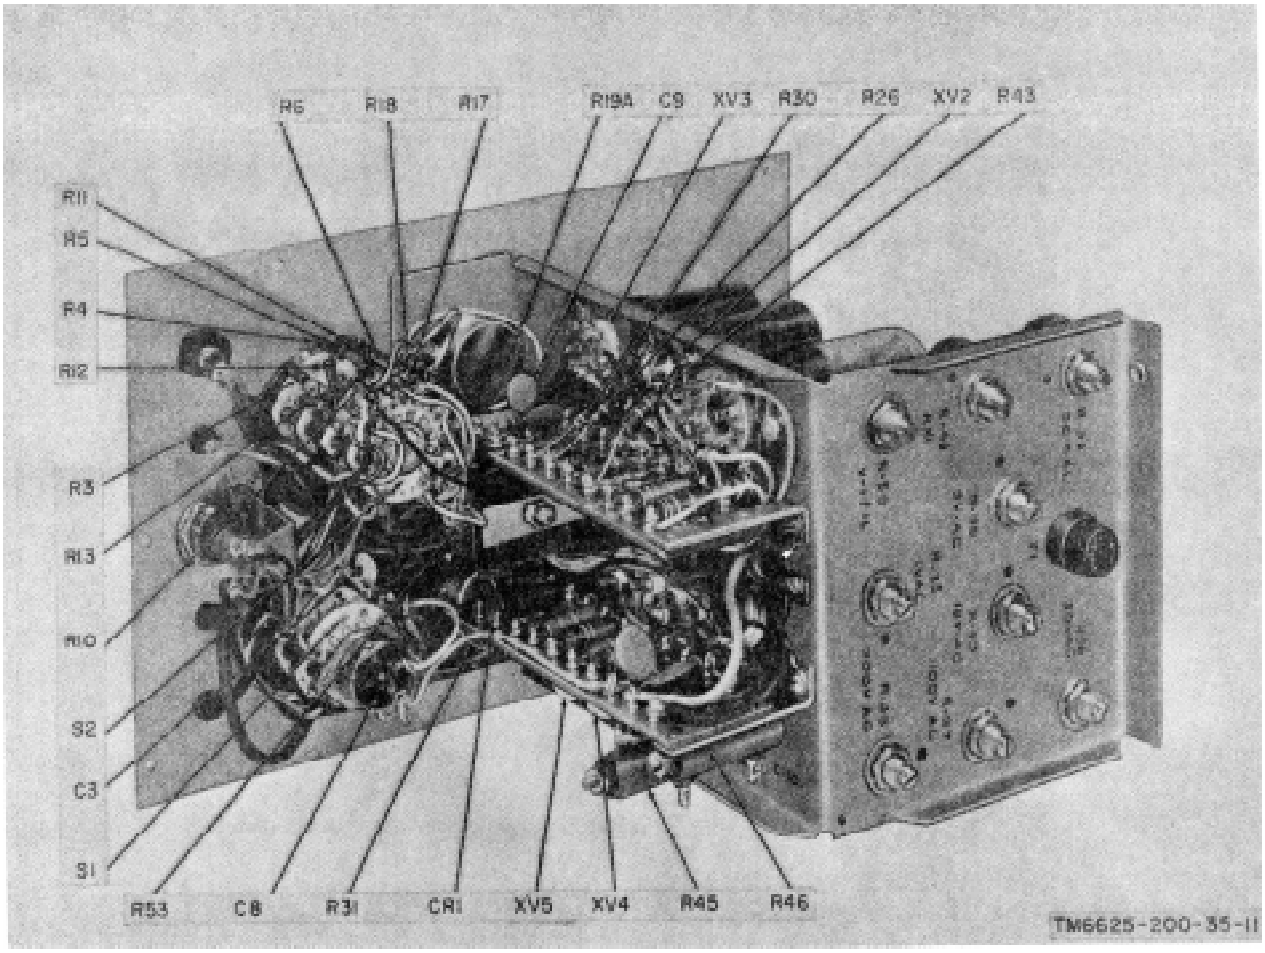

Figure 6-2. Multimeter ME-26B/U, ME-26C/U, and ME-26D/U chassis, bottom view.
e. FUNCTION switch S1 defective.	*e.* Replace FUNCTION switch S1 (SELECTOR switch on ME-26A/U) (fig. 6-2 or 6-4).
e. Resistor R20 or R25 open.	*e.* Replace defective resistors (fig. 6-2 and 6-4, or 6-9 and 6-11)
f. Resistor R41, R43, R44, R45, or R46 open.	*f.* Replace defective resistor (fig. 6-2 and 6-4, or 6-9 and 6-11).
g. Resistor R19A, R26, or R30 open.	*g.* Replace defective resistor (fig. 6-2 or 6-4 and 6-5).
k. FUNCTION switch S1 (SELECTOR switch on ME-26A/U) defective.	*k.* Replace switch S1 (fig. 6-2 or 6-4).
l. RANGE switch S2 defective.	*l.* Replace switch S2 (fig. 6-2 or 6-4)
d. Resistor R19A, R20, R25, R27, or R29 open.	*d.* Replace defective resistor (fig. 6-2 and 6-4, or 6-9 and 6-11).